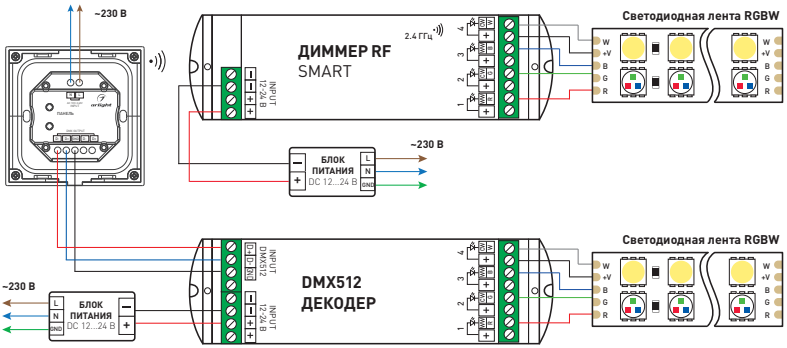

Рис. 2. Схема подключения панели
3.2. Подключите панель в соответствии со схемой на рис. 2.